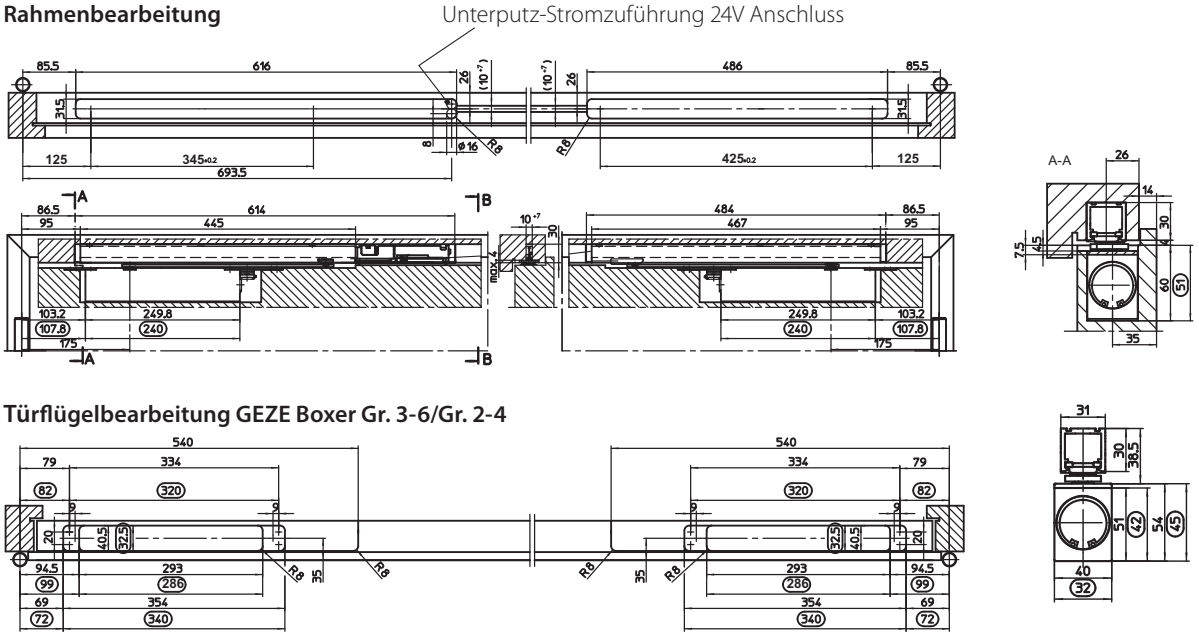

Abb.: 6.1.1
- ▶ Tür gemäß Abb. 6.1.1 vorbereiten.